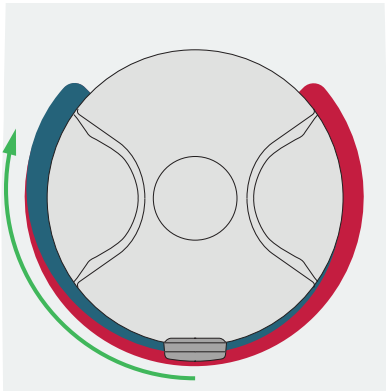

Abbildung 55
7. Stellen Sie die Wassertemperatur durch Drehen im Uhrzeigersinn so niedrig wie möglich ein. Siehe Abbildung 55.